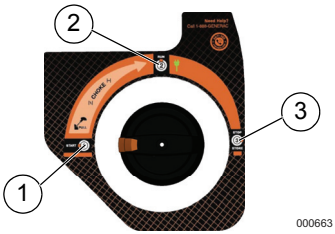

Figure 3-2. Positions du PowerDial
2. Voir *Figure 3-2*. Tournez le PowerDial jusqu'à la position DÉMARRER (START) (1).
5. Voir *Figure 3-2*. Lorsque le moteur démarre, tournez le PowerDial en position MARCHE (RUN) (2). L'étranglement diminue lorsque le PowerDial est tourné vers la position MARCHE (RUN). Si le moteur faiblit, tournez le PowerDial dans le sens contraire des aiguilles d'une montre jusqu'à la position DÉMARRER (START) (1) afin d'augmenter l'étranglement. Lorsque le moteur tourne en douceur, remettez le PowerDial en position MARCHE (RUN).
3. Voir la *Figure 3-2* Tournez le PowerDial dans le sens des aiguilles d'une montre jusqu'à la position ARRÊT (STOP) (3).
1. Voir *Figure 3-2*. Tournez le PowerDial dans le sens contraire des aiguilles d'une montre à partir de la position ARRÊT (STOP) et dépassez la position MARCHE (RUN). Le robinet de carburant s'ouvrira et l'appareil pourra démarrer.